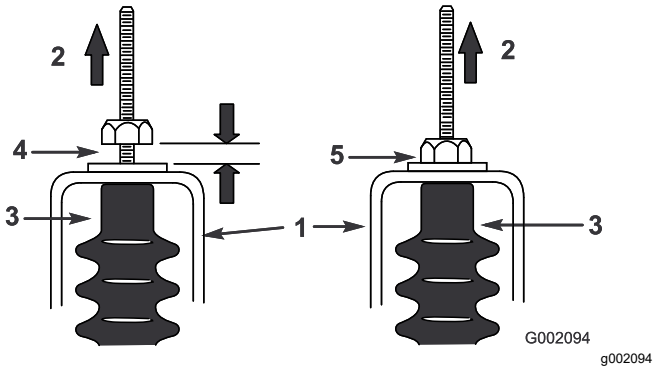

Rysunek 49
5. Pociągnij każdą z linek zmiany biegów i upewnij się, że między nakrętką/podkładką a wspornikiem biegu neutralnego występuje odstęp równy 0,76–1,52 mm (Rysunek 49).